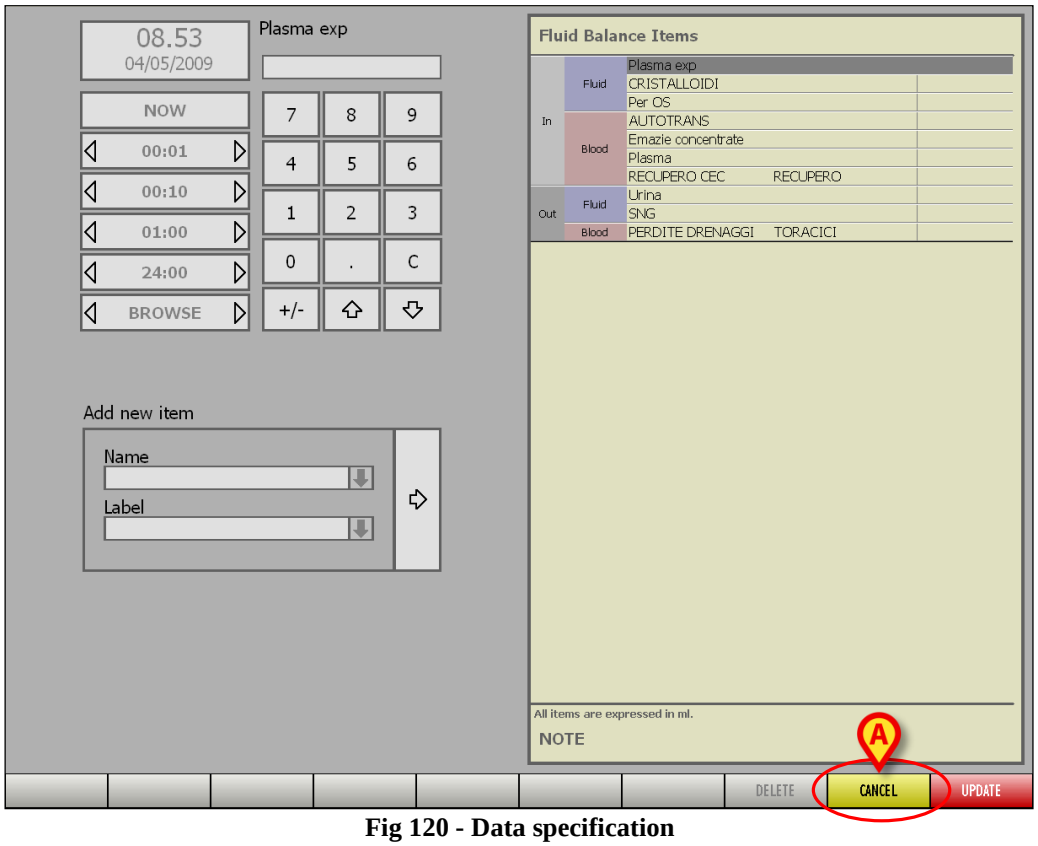
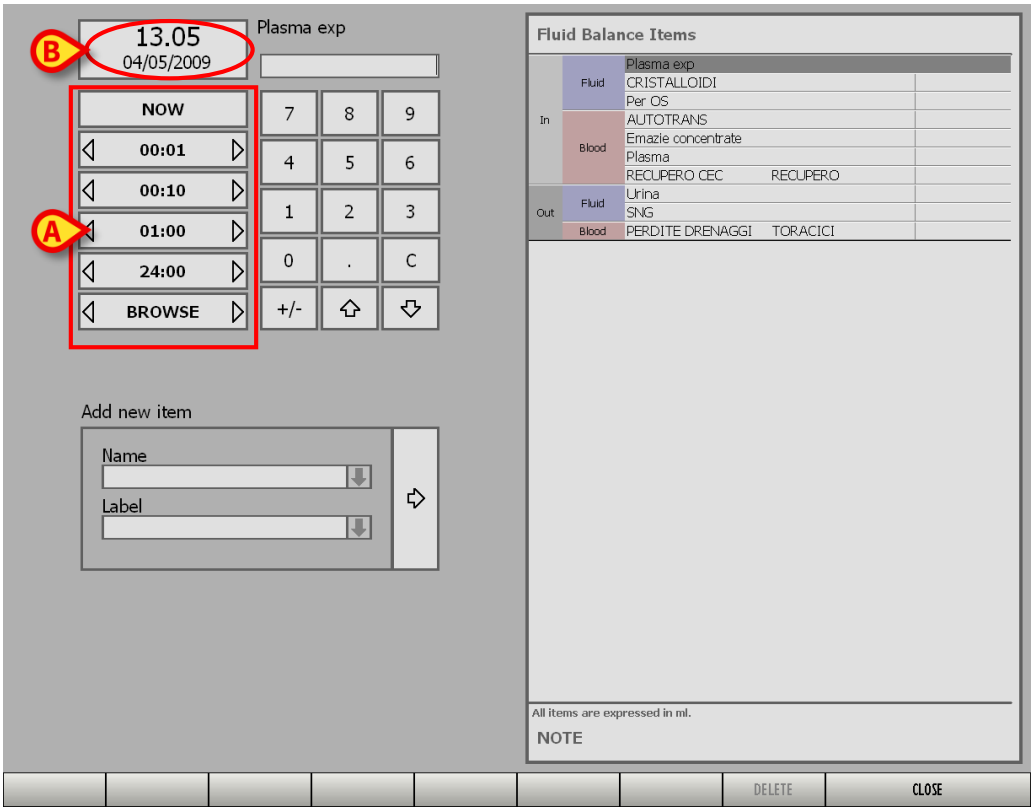

Fig 120 - Data specification
Fig 121
- Click the **Cancel** button to exit edit mode (Fig 120). The screen changes in the following way (Fig 121).
The buttons highlighted in Fig 121 **A** activate. These buttons make it possible to specify a time that is different from the current time.
- Use the buttons to display, in the box indicated in Fig 121 **B**, the time that you want to set as recording time (see paragraph 7.8.1 for an explanation of how these buttons work).